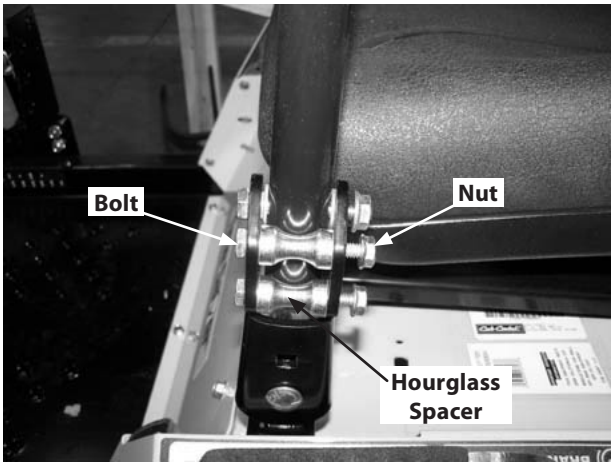

Figure 3-7
2. From the outside, insert the bolts through the hourglass spacers and the holes of the pivot bracket. Secure with the flange lock nuts. See Fig. 3-7.